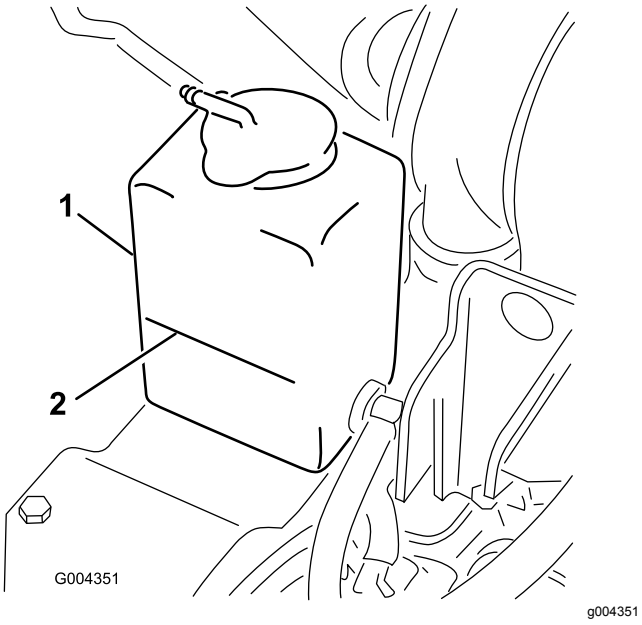

Figura 50
3. Compruebe el nivel de refrigerante en el depósito de expansión (Figura 50).
I. Añada refrigerante al depósito de expansión hasta que llegue a la marca de Lleno del lateral del depósito (Figura 50).